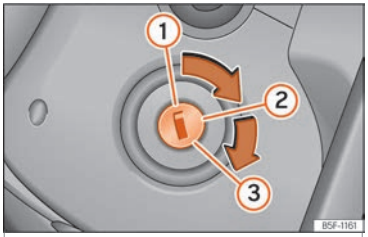

Fig. 135 Posições da chave da ignição.
Posições da chave ››› **Fig. 135**
- Rode a chave para a posição ››› Fig. 135 ②. Em veículos diesel ocorre o pré-aquecimento ϖ.
- Continue a rodar a chave para a posição ››› Fig. 135 ③ sem pressionar o acelerador.
- Quando o motor arrancar, solte a chave. Ao soltá-la, a chave volta para a posição ②.
• *Veículos com fechadura de ligação:* Rode a chave até à posição ››› Fig. 135 ①.